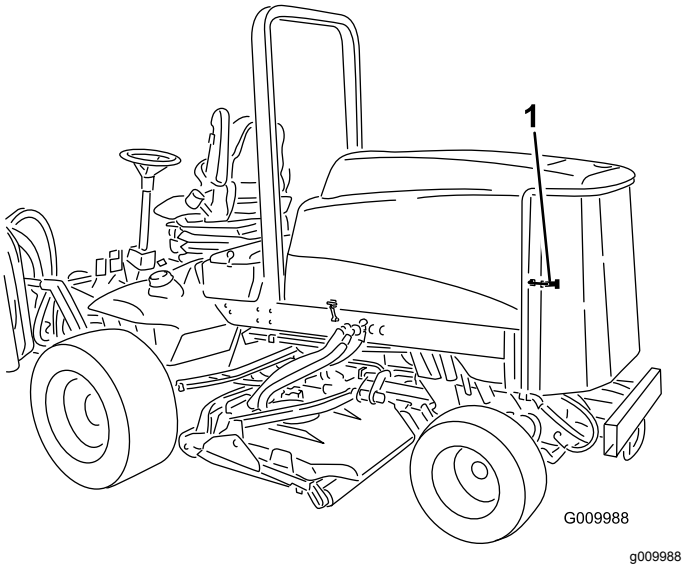

Figura 78
1. Desenganche y abra la rejilla trasera (Figura 78).